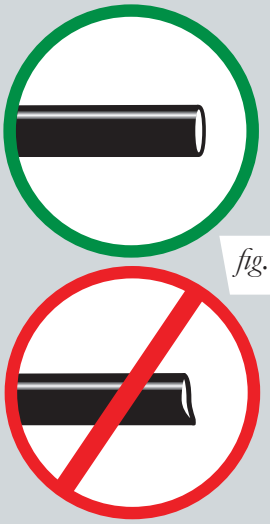

fig. 17
When cutting air lines, use a sharp knife or a hose cutter and make clean, square cuts (Fig. 17). Do not use scissors or wire cutters because these tools will deform the air line, causing it to leak around fittings. Do not cut the lines at an angle.
1. If there is a problem with the push-to-connect fitting, remove the air line as described above. Trim 25mm (1”) off the end of the air line. Be sure the cut is clean and square (see Fig. 17).